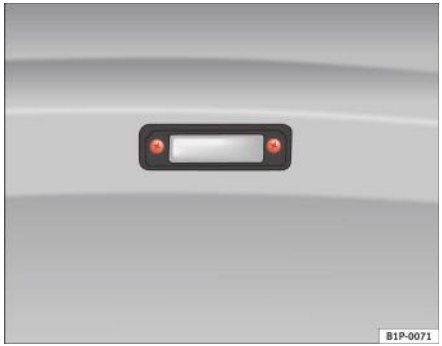

Fig. 176 Lampa plăcuței de înmatriculare
– Pentru a demonta soclul becului, desfaceți şuruburile ⇒ fig. 176.